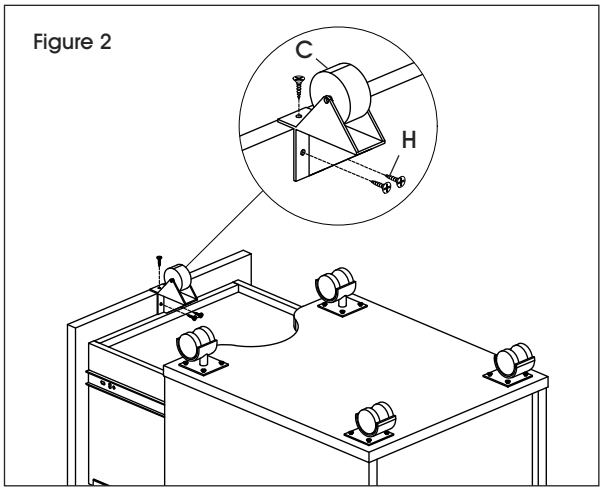

Figure 2
4. Unlock drawers and slowly open bottom drawer. Attach drawer caster (C) to the underside of bottom drawer using three ST3.5 x 14 mm screws (H) and drill. (See Figure 2)